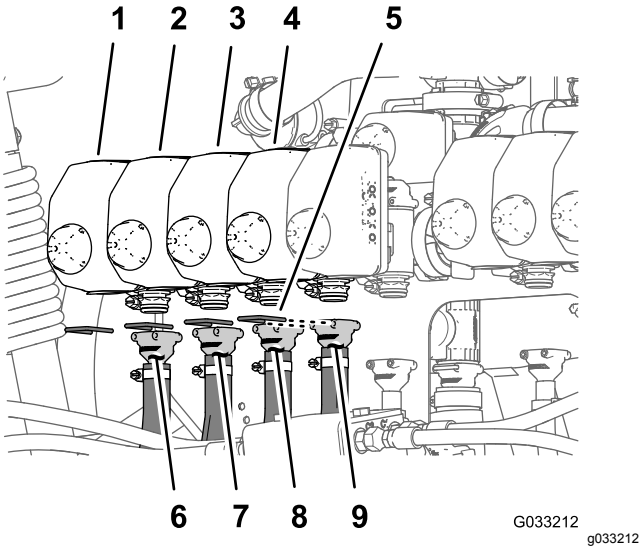
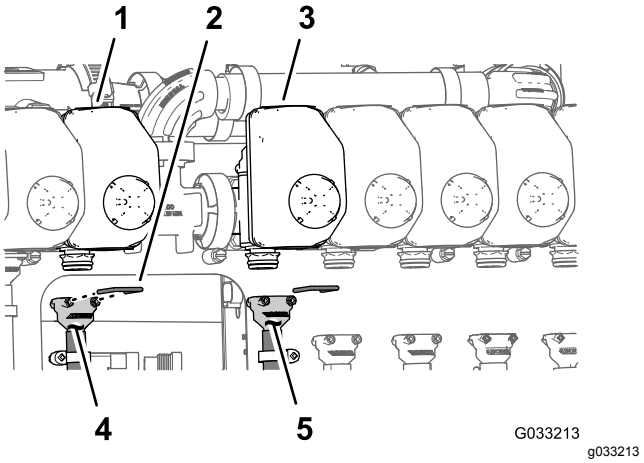
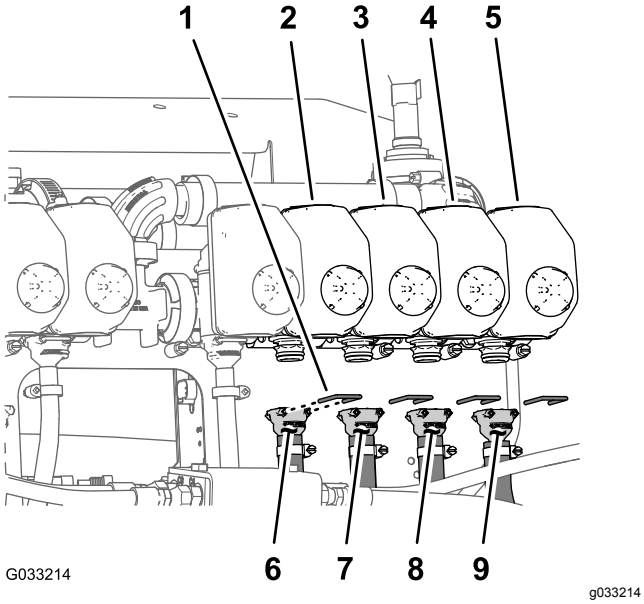

**Figur 103**
**Figur 104**
**Figur 105**
**Bemærk:** Se Figur 103 i Montering af slangerne på dyseventiler 1-4 (side 47), Figur 104 i Montering af slangerne på dyseventiler 5 og 6 (side 47) og Figur 105 i Montering af slangerne på dyseventiler 7-10 (side 48) for dyseventilpositioner.
1. Monter 279 cm-forsyningsslangens lige fitting med modhager på dyseventil nr. 1's kobling (Figur 103).
2. Fastgør fittingen med modhager på koblingen med en holder (Figur 103).
3. Monter 234 cm-forsyningsslangens lige fitting med modhager på dyseventil nr. 2's kobling (Figur 103).
4. Fastgør fittingen med modhager på koblingen med en holder (Figur 103).
5. Monter 188 cm-forsyningsslangens lige fitting med modhager på dyseventil nr. 3's kobling (Figur 103).
6. Fastgør fittingen med modhager på koblingen med en holder (Figur 103).
7. Monter 188 cm-forsyningsslangens lige fitting med modhager på dyseventil nr. 4's kobling (Figur 103).
8. Fastgør fittingen med modhager på koblingen med en holder (Figur 103).
1. Monter 81 cm-forsyningsslangens lige fitting med modhager på dyseventil nr. 5's kobling (Figur 104).
2. Fastgør fittingen med modhager på koblingen med en holder (Figur 104).
3. Monter 81 cm-forsyningsslangens lige fitting med modhager på dyseventil nr. 6's kobling (Figur 104).
4. Fastgør fittingen med modhager på koblingen med en holder (Figur 104).
1. Monter 188 cm-forsyningsslangens lige fitting med modhager på dyseventil nr. 7's kobling (Figur 105).
2. Fastgør fittingen med modhager på koblingen med en holder (Figur 105).
3. Monter 188 cm-forsyningsslangens lige fitting med modhager på dyseventil nr. 8's kobling (Figur 105).
4. Fastgør fittingen med modhager på koblingen med en holder (Figur 105).
5. Monter 234 cm-forsyningsslangens lige fitting med modhager på dyseventil nr. 9's kobling (Figur 105).
6. Fastgør fittingen med modhager på koblingen med en holder (Figur 105).
7. Monter 279 cm-forsyningsslangens lige fitting med modhager på dyseventil nr. 10's kobling (Figur 105).
8. Fastgør fittingen med modhager på koblingen med en holder (Figur 105).